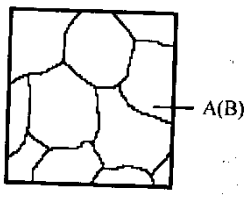

Рис. 18
50. Микроструктура какого сплава представлена на рис. 18?